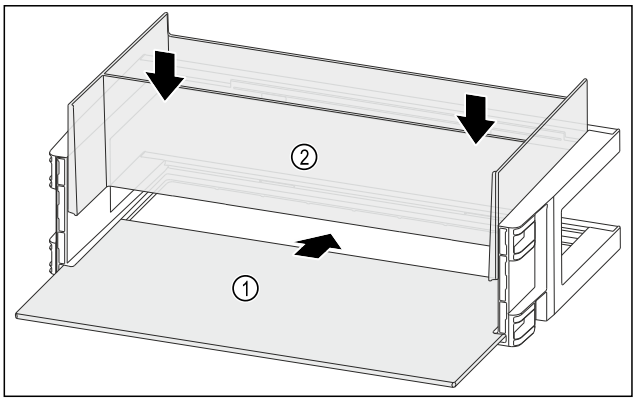

*Fig. 144*
- ▶ Introduzca el estante *Fig. 144 (1)* en las entalladuras laterales.
- ▶ Inserte el organizador *Fig. 144 (2)*.